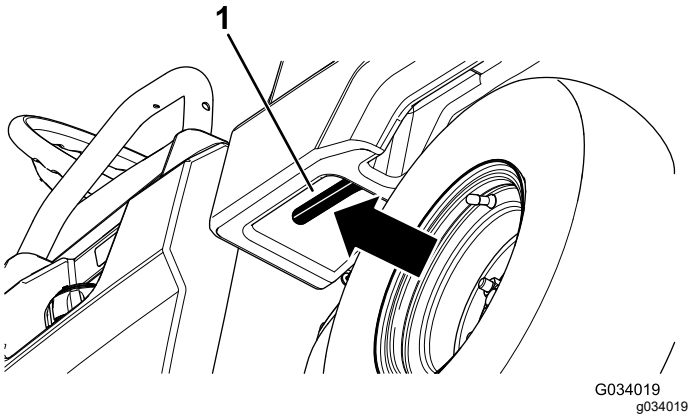

Figuur 11
1. Trek de hendel aan de linkerkant in de laadbak naar u toe en breng de laadbak omhoog (Figuur 11).
1. Til de laadbak licht omhoog door de grendelhandgreep omhoog te brengen (Figuur 11).